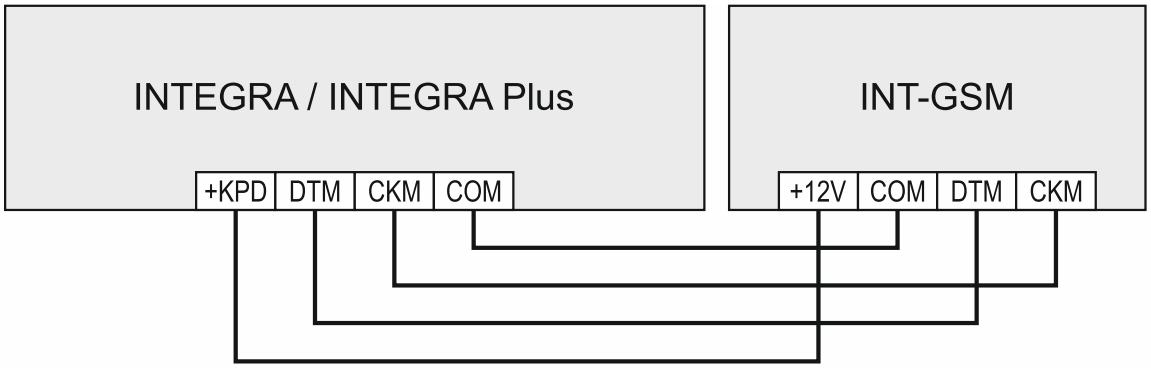

Abb. 2. Anschluss des Moduls an die Alarmzentrale.
1. Verbinden Sie die Klemmen +12V, COM, DTM und CKM des Moduls mit den Klemmen der Alarmzentrale (Abb. 2). Zur Verbindung der Klemmen +12V und COM verwenden Sie flexible Kabel mit dem Querschnitt 0,5-0,75 mm^2 oder starre Leiter mit dem Querschnitt 1-2,5 mm^2. Wenn Sie zur Verbindung der Klemmen DTM und CKM ein verdrilltes Kabel verwenden, beachten Sie, dass die Signale CKM (Uhr) und DTM (Daten) nicht in einem Paar verdrillter Leitern geführt werden dürfen. Die Leitungen müssen in einem Kabel geführt werden.